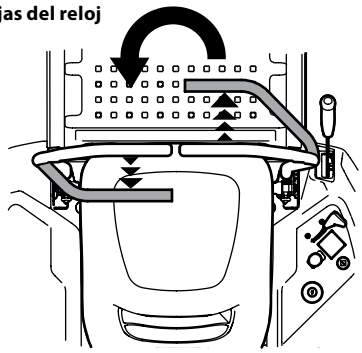

Figura 3-12
3. Para girar en sentido contrario a las agujas del reloj, mueva la palanca de control de la transmisión derecha hacia adelante mientras mueve simultáneamente la palanca de control de la transmisión izquierda hacia atrás. Consulte la Figura 3-12.